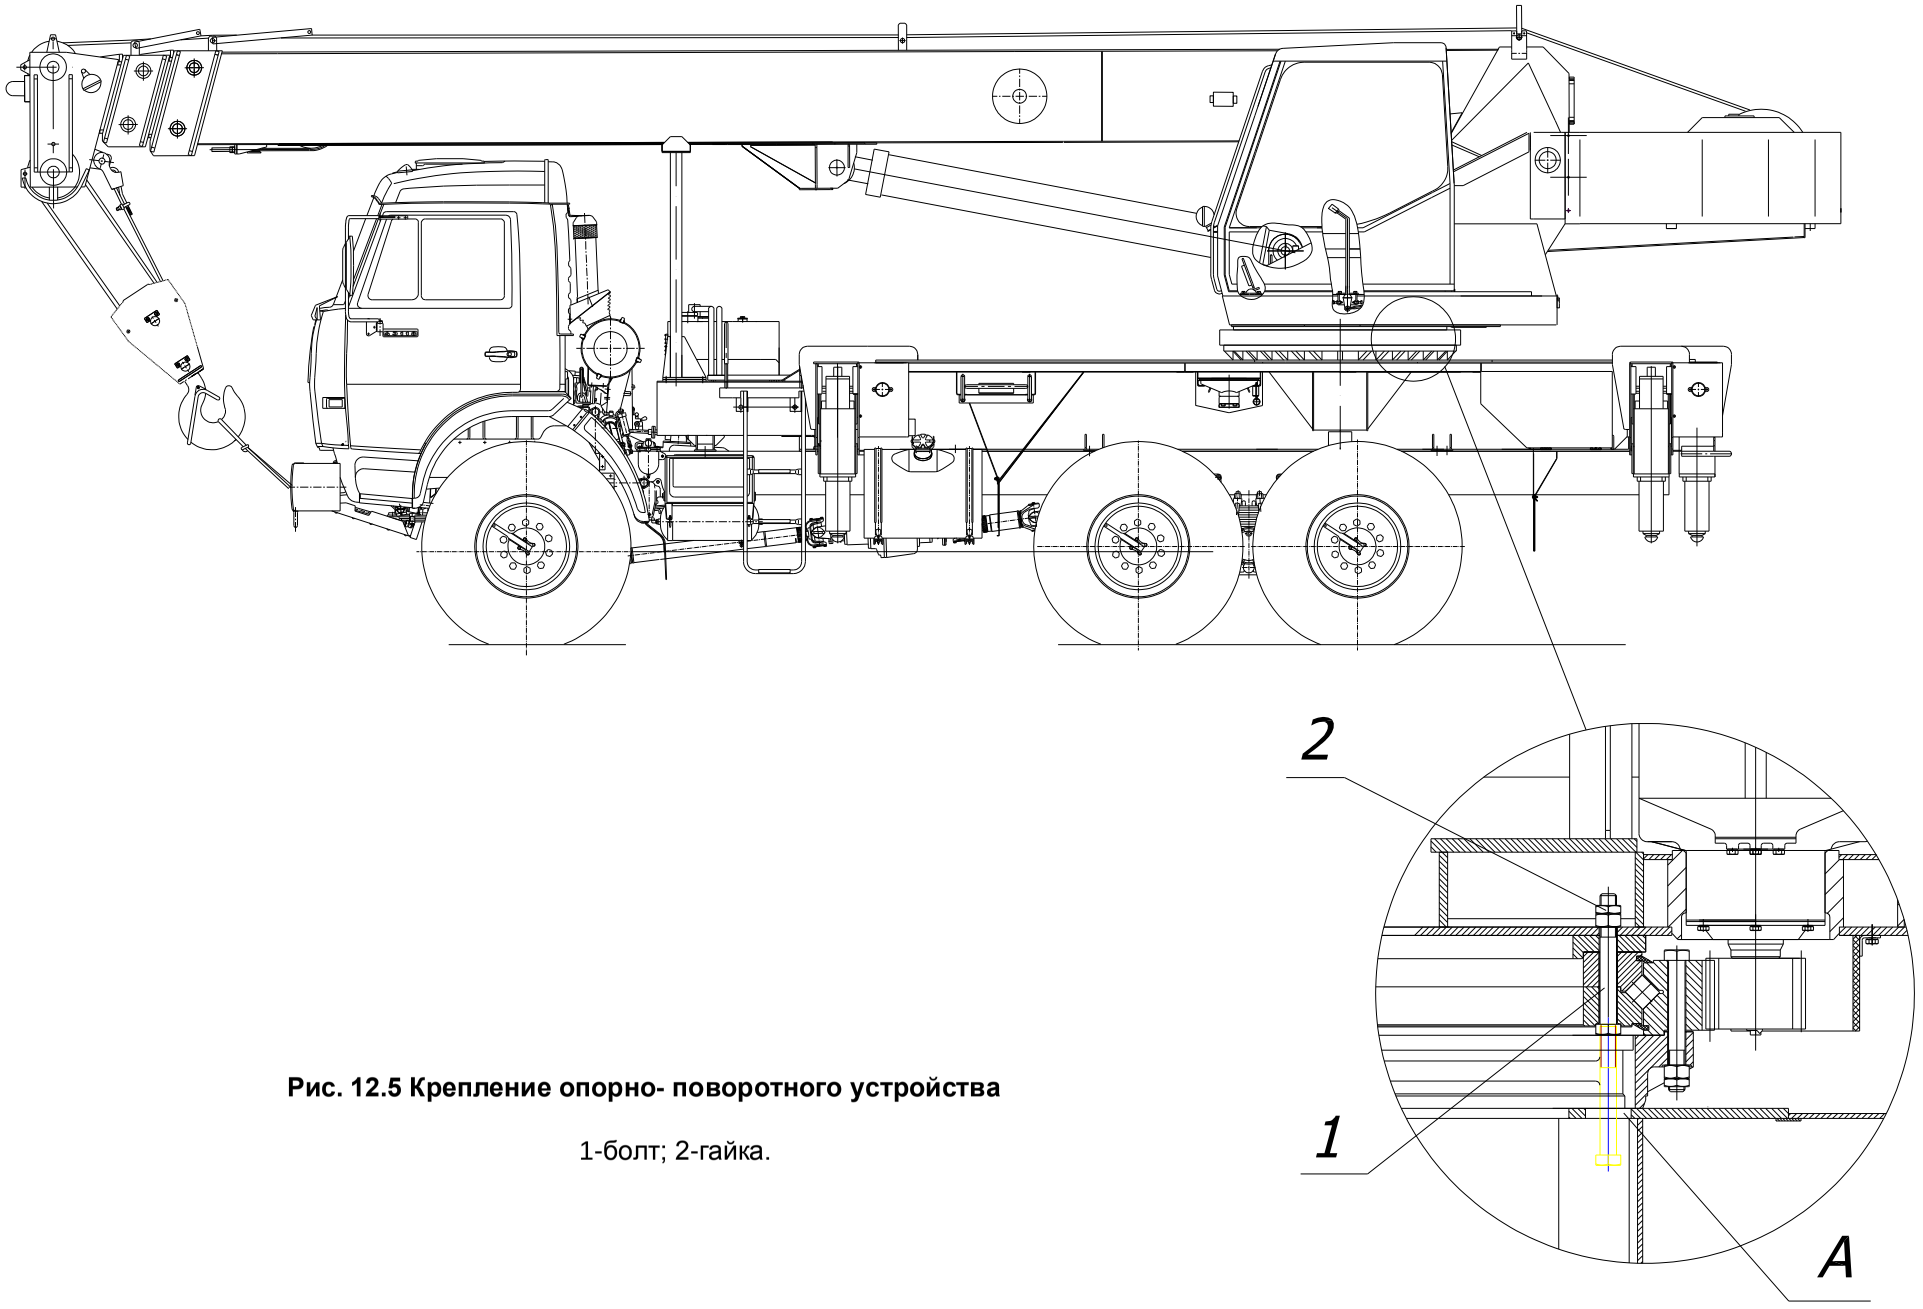

Рис. 12.5 Крепление опорно- поворотного устройства
1. Медленно вращая поворотную платформу, совместить ось демонтируемого болта 1 (рис. 12.5) с осью отверстия А расположенного в верхнем листе опорной рамы в задней части рамы или сбоку.